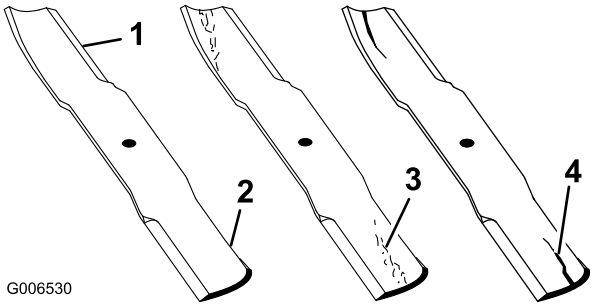

Bild 70
2. Untersuchen Sie die Schnittkanten (Bild 70). Entfernen und schärfen Sie die Messer, wenn die Schnittkanten nicht scharf sind oder Auskerbungen aufweisen. Siehe Schärfen der Messer (Seite 57).
3. Prüfen Sie die Schnittmesser, insbesondere den gebogenen Bereich (Bild 70). Wenn Sie Schäden, Verschleiß oder Rillenbildung in diesem Bereich feststellen (Bild 70), sollten Sie sofort ein neues Schnittmesser einbauen.